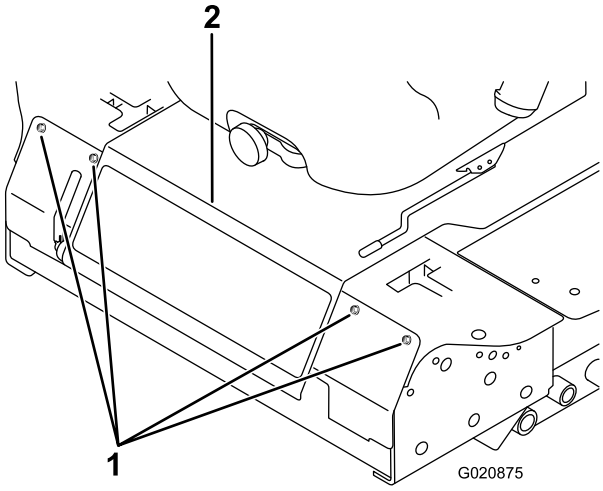

Figuur 47
2. Draai de bouten los waarmee het voorpaneel vastzit, en verwijder het paneel (Figuur 47).